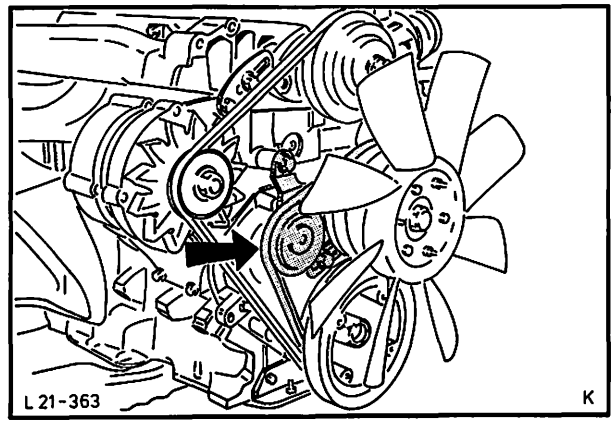

Abb. 39 Spannrolle Lüfter – Keilriemen abschrauben
4. Spannrolle Lüfter – Keilriemen abschrauben (2 Schrauben), Abb. 39, Keilriemen abnehmen. Lichtmaschine komplett mit Halter abbauen (4 Schrauben), Keilriemen abnehmen.